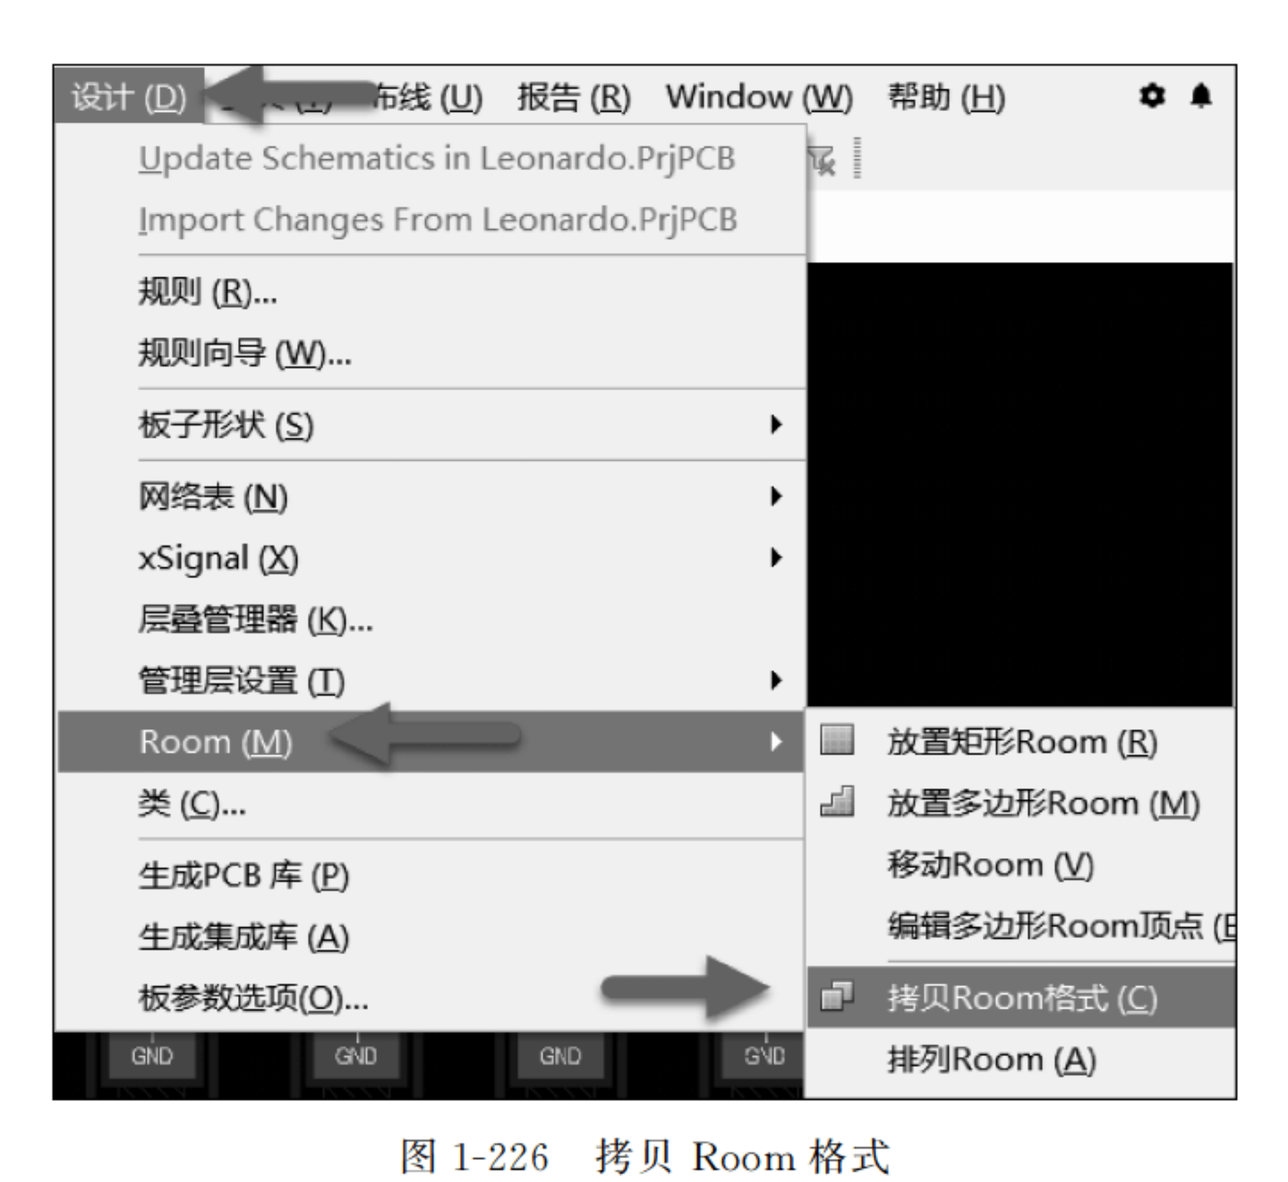

图 1-226　拷贝 Room 格式
(5) 拷贝 Room 格式。执行菜单栏中“设计”→Room→“拷贝 Room 格式”命令，或按快捷键 D+M+C，如图 1-226 所示。